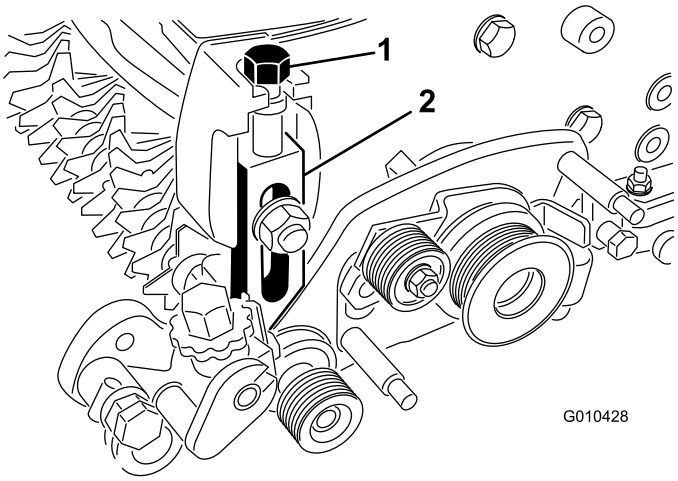

Figur 14
6. Skru klippehøydejusteringsbolten inn i toppen av venstre justeringsarmenhet (Figur 14).
7. Monter den venstre justeringsarmenheten på klippeenhetens sideplate ved hjelp den eksisterende låsebolten, mutteren og skiven (Figur 14).
10. Skru klippehøydejusteringsskruen inn i toppen av høyre justeringsarmenhet (Figur 14).
12. Monter den høyre justeringsarmenheten på klippeenhetens sideplate ved hjelp den eksisterende låsebolten, mutteren og skiven (Figur 14).